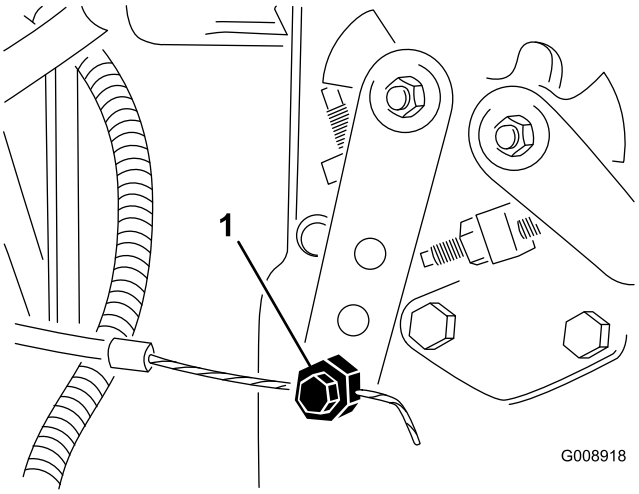

**Figur 71**
2. Løsn gaskabelforbindelsesdelen på indsprøjtningspumpens løftearm (Figur 71).